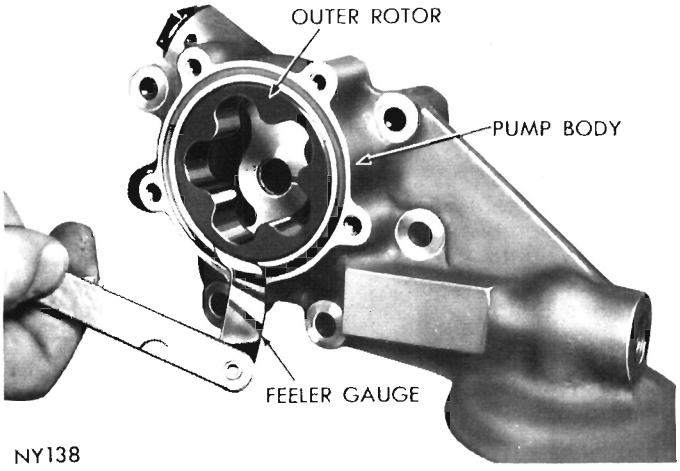

Fig. 54—Measuring Clearance Over Rotors
(5) Install outer rotor into pump body, pressing to one side with fingers and measure clearance between outer rotor and pump body (Fig. 54). If measurement is more than .012 inch, replace oil pump body.